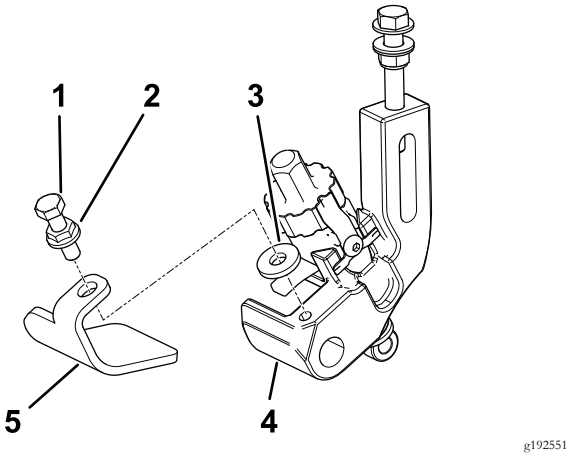

Figur 2
3. På høyre side av klippeenheten bruker du hodeskruen, flensmutteren og skiven til å plassere høyre støtteplate på høyre klippehøydebrakettenhet (Figur 2).